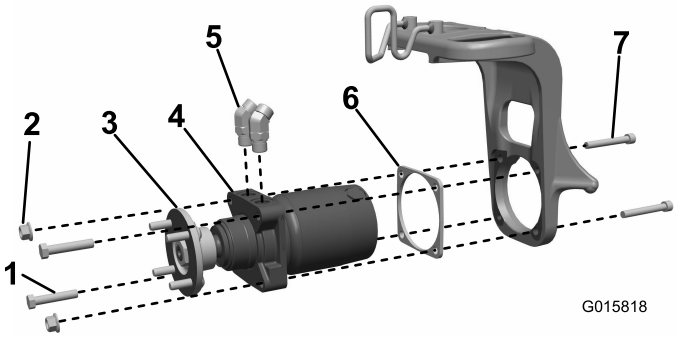

Figur 3
1. Monter 45° hydraulikfittingerne i hjulmotoren, og vend dem cirka som vist i Figur 3. Lad fittingerne være løse.
- **For maskiner med styrehjulsgafler, der har 2 gevindhuller og 2 gennemgående huller, hvor hjulmotorsamlingen monteres på styrehjulsgaflen:** Monter hjulmotorsamlingen og afstandsstykkepladen på styrehjulsgaflen, hvor afstandsstykket anbringes mellem motoren og styrehjulsgaflen, og fastgør med 2 unbrakobolte (½" x 3¾"), 2 bolte (½" x 2½") og 2 låsemøtrikker (Figur 3).